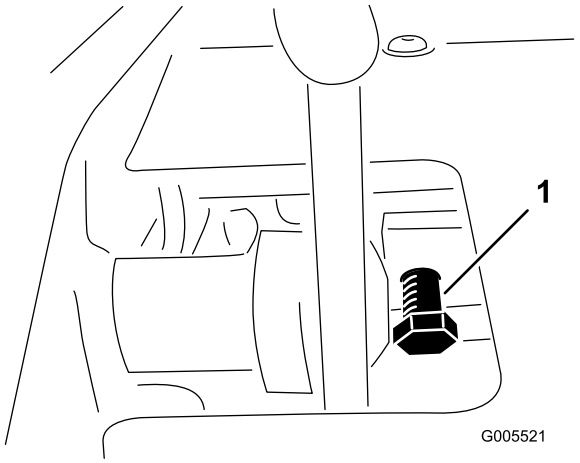

Figur 53
1. Lossa kontramuttern på pedalens låsskruv (Figur 53).